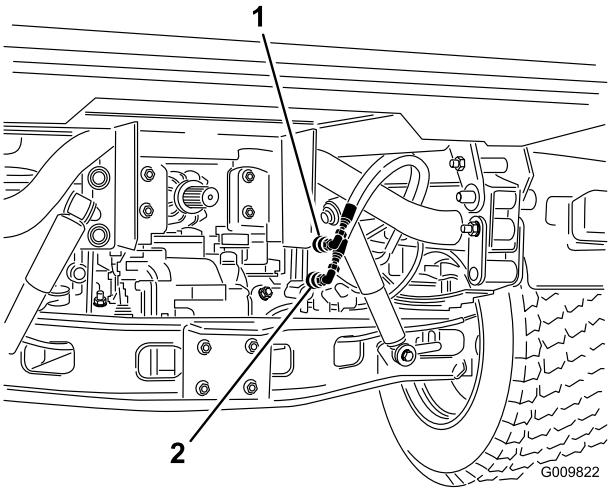

Figur 16
2. På kjøretøy med serienumre fra 240000001 og oppover, koble de to løftesylinderslangene fra slangene som er festet til koblingsbraketten (Figur 16). Sett hettene inn i hurtigkoblingene til sylinderslangene.